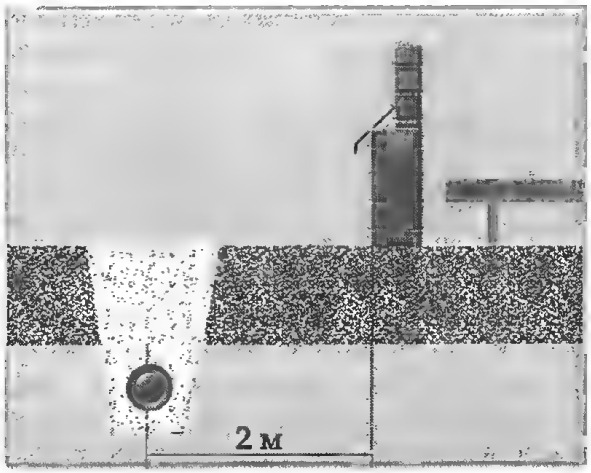

Рис. 2. Минимальное расстояние от фундамента дома до подземных сетей
2. Минимальное расстояние от фундамента дома до подземных сетей (рис. 2) – 2 м.